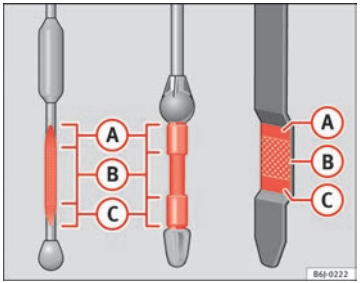

Fig. 125 Engine oil dipstick
– Then pull it out once more and check the oil level ⇒ Fig. 125. Top up with engine oil if necessary.